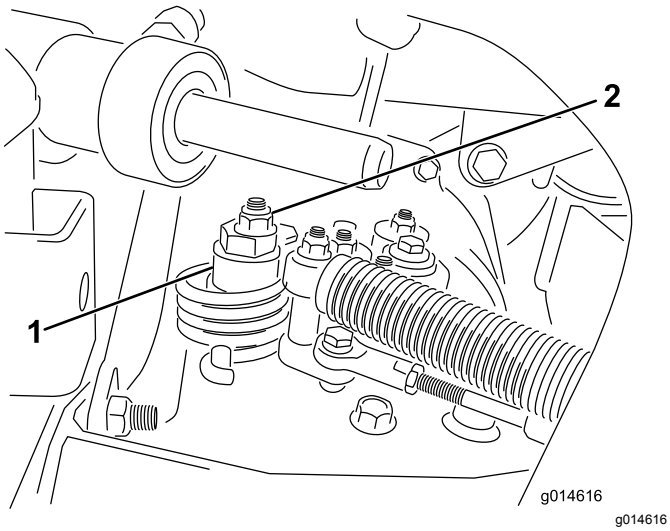

Rysunek 32
A. Poluzuj nakrętkę mocującą mimośród do górnej części higrostatu (Rysunek 32).
C. Obracaj mimośrodem, aż ustanie powolny ruch w każdym kierunku. Gdy koło przestanie obracać się, dokręć nakrętkę, blokując mimośród i regulację (Rysunek 32). Sprawdź prawidłowość wyregulowania, ustawiając dźwignię przepustnicy w położeniu NISKICH i WYSOKICH obrotów.